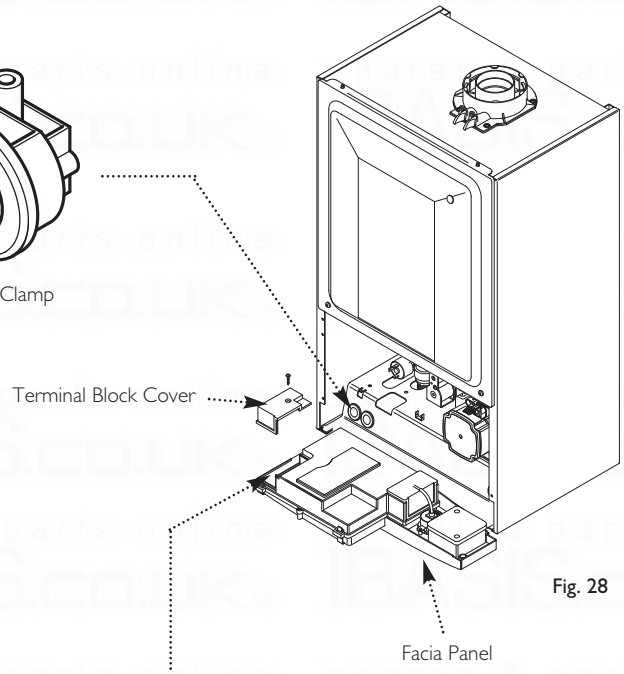

Fig. 28
2. Completely undo the screws securing the facia panel and hinge it down (Fig. 28).
3. Undo the terminal block cover securing screw and remove the cover (Fig. 28).